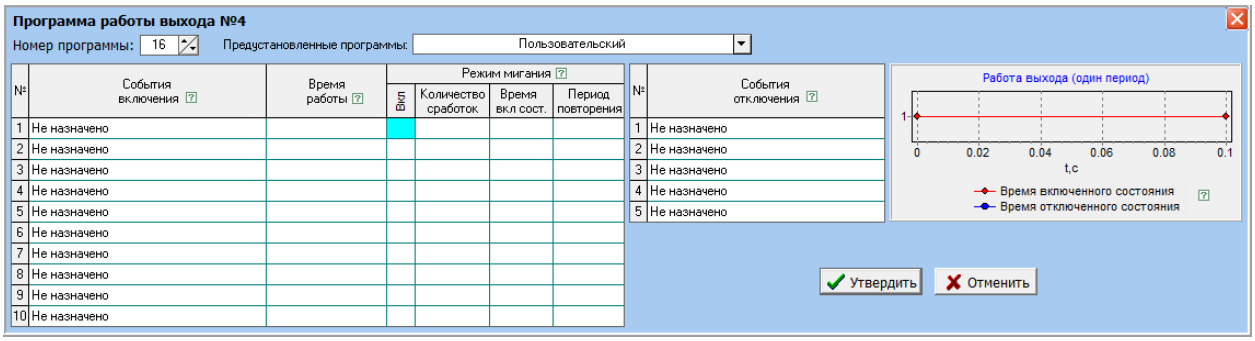

Рисунок 17
4) Выход для светодиодного индикатора «+Инд.Зел.». Программа не установлена (рисунок 17).